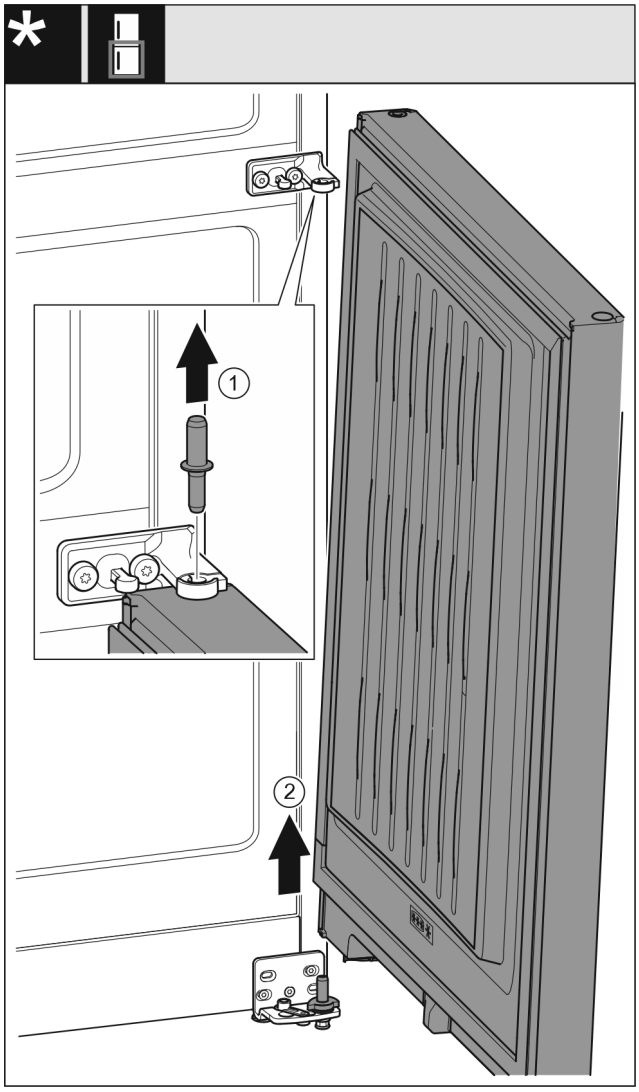

Fig. 31 Fără amortizor de închidere*
▶ Extrageți în sus bolțul *Fig. 31 (1)*.*
▶ Pivotați ușa *Fig. 31 (2)* în exterior, trageți în sus și așezați-o în lateral.*